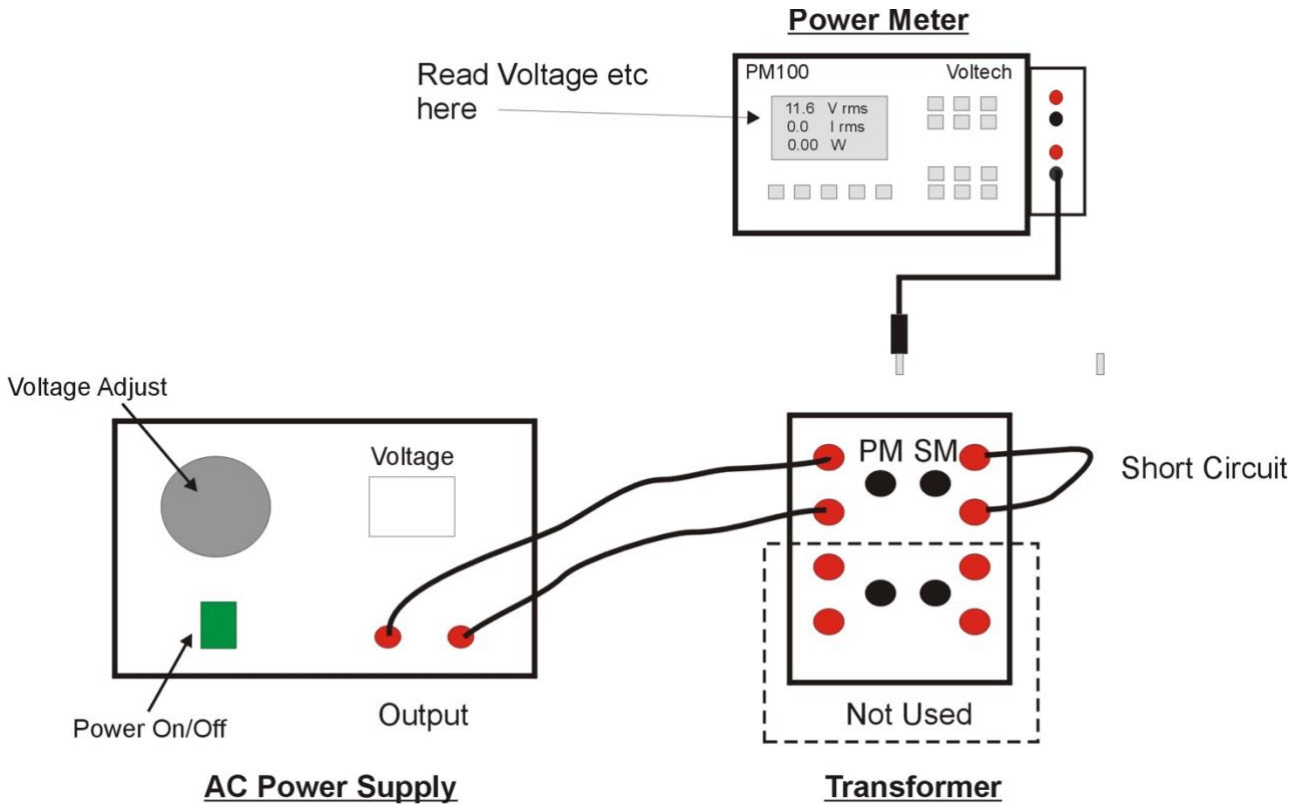

Figure 6: Short Circuit Test Setup
The experimental setup is shown on figure 6. Note that this test is carried out at **reduced** supply voltage so ensure the AC power supply voltage is set to **zero** before switching on.
2. Connect a short circuit wire across the transformer Secondary winding as shown on Figure 6.
3. Connect the Power Meter to the Secondary monitoring point (SM) on the transformer.
5. Connect the Power Meter to the Primary monitoring point (PM) on the transformer and record voltage (V_P), current (I_P) and power (P_P).